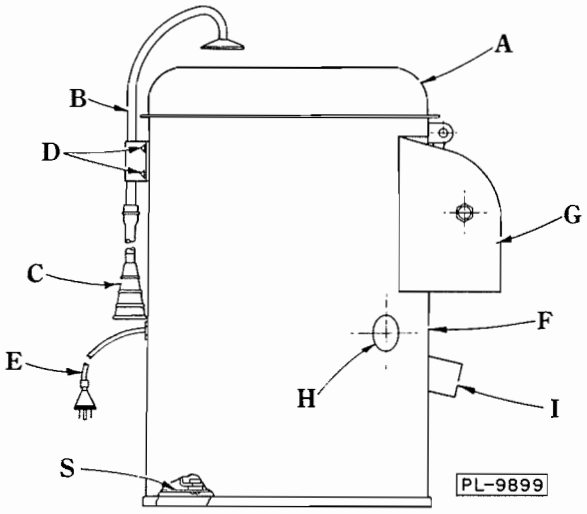
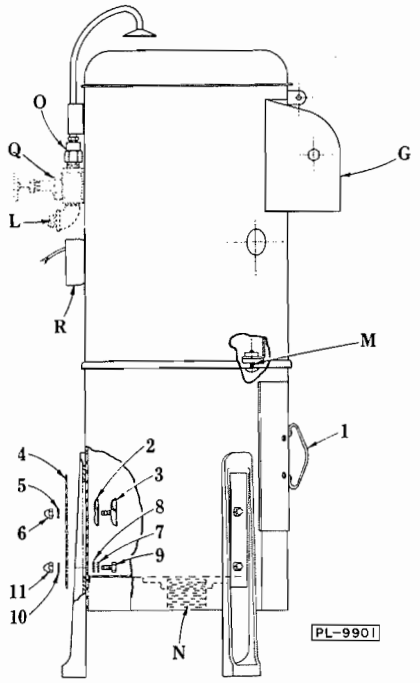
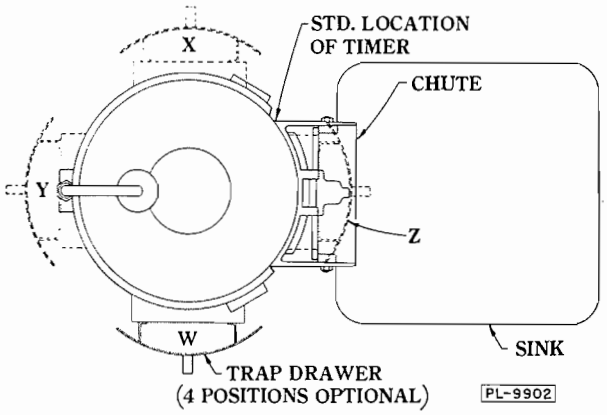

Fig. 1
Fig. 3
Fig. 4
Remove the peeler, Fig. 1, from the shipping carton. The plastic molded hopper top (A) is inverted for shipping and should be removed. The fill tube and bracket assy. (B) and the fill hose (with clip) (C) are packed inside the hopper. Lay the machine over on chute and remove the bottom cover plate (S). REMOVE THE CORRUGATED PACKING between the motor and housing. Also, remove the packing between the two pulleys. Re-assemble the bottom cover plate (S) and set machine in upright position. Remove the four nuts (D), but leave gasket in place. Assemble the fill tube and bracket assembly (B). The fill tube, when assembled properly, allows the water to strike the edge of the hopper top (A), giving a fan shaped spray of water, which prevents upward splash from within the peeler. Assemble the fill hose (C) onto the fill tube; use pliers to depress the clip that retains the hose. A slight amount of soap or oil applied with finger tip to the end of the fill tube will aid in assembling the fill hose. The plastic hopper top (A) is easily snapped into place.
If a cord and plug is not used with this machine, electrical connections should be made by qualified workmen who will observe all applicable Safety Codes and the National Electrical Code. The peeler is equipped with a cord and plug (E) Fig. 1. Before plugging into socket, check the electrical specifications stamped on the name plate (F) to be sure they agree with those of the power supply.
The peeler (Fig. 1) should be conveniently placed to suit the operator, such as on a counter top or sink drainboard. It is suggested that should the drain hose (I) be drained into a sink, a strainer basket should also be used to prevent clogging the sink drain. See Page 12 for strainer basket and clamping bracket.
1. Remove strainer bucket (1, Fig. 3).
2. Assemble rubber gasket (2, Fig. 3) on curved leg clamp bolt (3, Fig. 3) and assemble bolt through upper hole on inside of trap housing.
3. Bolt (3, Fig. 3) to extend through slot in leg and hole in leg slot cover (4, Fig. 3). Assemble stainless steel washer (5, Fig. 3) and acorn nut (6, Fig. 3).
4. Assemble one stainless steel washer (7, Fig. 3), then one lead washer (8, Fig. 3) on hex finish bolt (9, Fig. 3) through lower hole on inside of housing through leg slot, then hole in leg slot cover.
5. Assemble one stainless steel washer (10, Fig. 3) and acorn nut (11, Fig. 3) on finish bolt.
6. Adjust each leg height to suit, then tighten the six acorn nuts (6 & 11, Fig. 3).
For the permanently installed machine (with trap), permanent electrical connections are required. Cut off the cord, of the cord and plug (E) (Fig. 1) to a 6" (approx.) length from the peeler housing. Remove and discard the bottom cover plate (S). Attach the junction box (R) (Fig. 3) to the peeler housing.
NOTE: This junction box must be assembled before the peel trap is attached. See tag connected to junction box (R) (Fig. 3) for installation instructions. Connect with flexible or rigid conduit. Before attaching the peel trap to the peeler, decide on the location of the fill line (L) (Fig. 3), after deciding on position and relationship, to the peel trap drawer (see Fig. 4). The discharge chute and fill pipe have fixed positions on the peeler, but the relationship of the peel drawer may be changed to any one of four positions W, X, Y, and Z, Fig. 4. After deciding on position and relationship, attach the trap to the peeler as follows: Remove the fill tube & bracket assy. (B) (Fig. 1) and the hopper top (A) from the peeler, then lift out the abrasive disc. Invert the peeler and remove the standard drain hose (I). Use pliers to depress the special hose clip on the inside of the peeler housing. Plug standard drain hose opening in peeler housing with plug button. Attach the peel trap drain hose according to the trap drawer relationship as shown in Fig. 4, 5 or 7: i.e., to have a peel trap drawer location (W) (Fig. 4) in relation to chute, assemble hose in position (P-1)(Fig. 5) of peeler, next assemble grommet in hole (T-2) (Fig. 6) of trap and plug other hole in trap (T-1) (Fig. 6) with gasket and plug button. Using Fig. 4 as a guide follow this same method of assembly for a proper relationship between the peeler chute and trap drawer for all four positions; namely using Fig. 5 for 90° installations (W & X) and Fig. 7 for parallel installations (Y & Z).
Invert the peel trap over the peeler (without removing the rubber base ring) and attach with screws (M) (Fig. 3). Stand peeler with trap attached in upright position. The peel trap has a 2" pipe connection (N) for the drain. A 1/2" female pipe connection (O) (serves as a union) is provided for a permanent fresh water line. This replaces the rubber fill hose (C) (Fig. 1). It is recommended that a globe valve (Q) (Fig. 3) be installed in the fresh water line to regulate the flow of water. This valve should be in a convenient location to suit the operator of the machine.
To disassemble the drive or power unit on the peel trap model (Fig. 3), disconnect the electrical connections (R) and the fresh water line (L). Then remove the four screws (M) and lift the peeler from the cabinet base and peel trap.